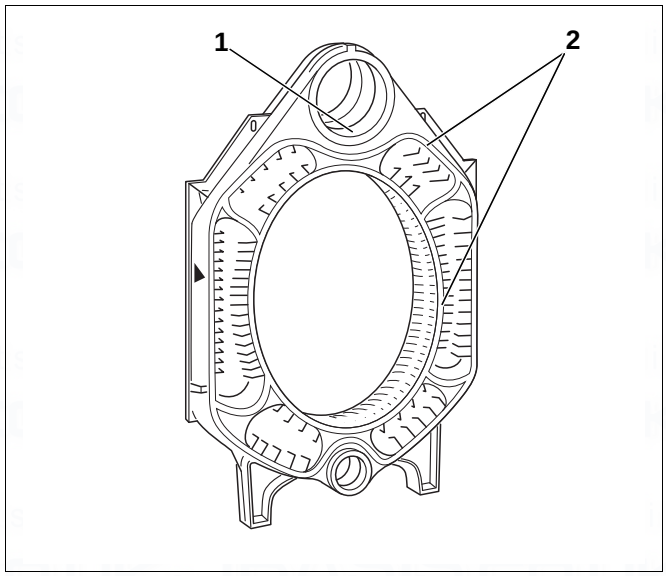

Fig. 17 Preparing the centre section
- Evenly coat the hub sealing faces with sealant (Fig. 17, [1]).
- Coat the packing springs with adhesive (adhesive base) (Fig. 17, [2]).